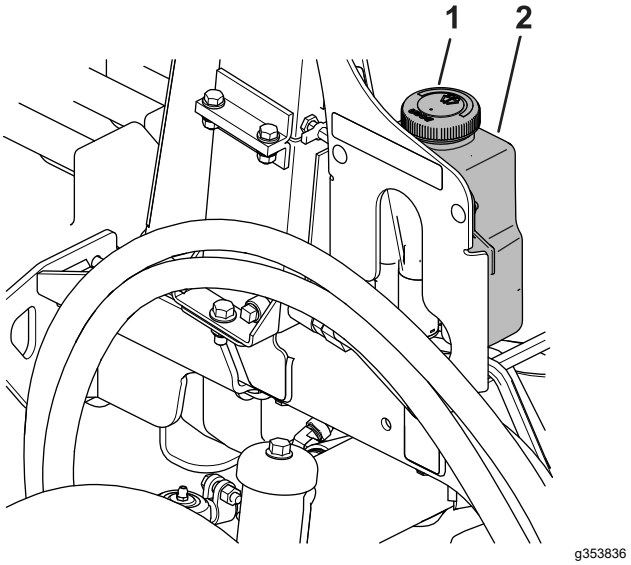

Figuur 86
1. Verwijder de dop (Figuur 86) op het reservoir.